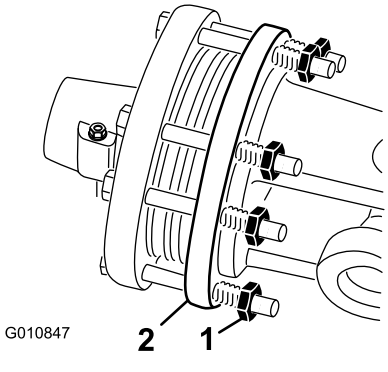

**Figur 49**
1. I slutet av säsongen ska alla kopplingsmuttrar vridas två varv bakåt (Figur 49).